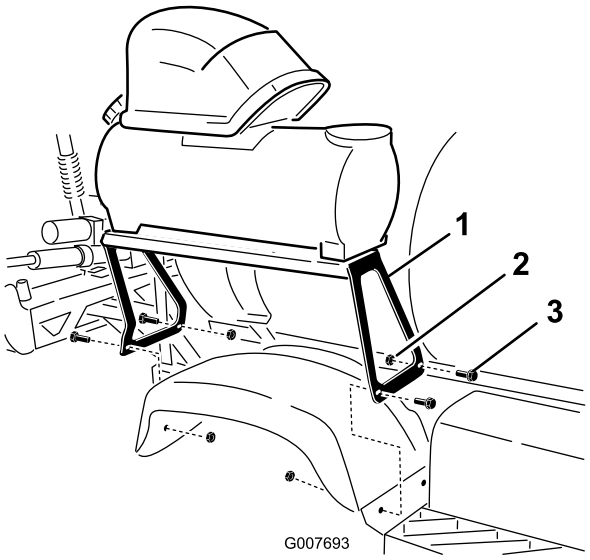

Figuur 5
3. Monteer de beugel op de gaten in het spatbord rechts achteraan met 4 slotbouten (5/16 1-1/4 inch) en 4 borgmoeren (5/16 inch). Kijk naar Figuur 5.